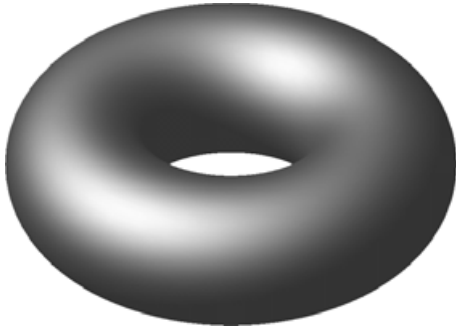

Рис. 6.174
- В окне модели система выполнит построение тора (рис. 6.174). Зайдите в диалог настройки модели и установите максимально возможную степень точности отрисовки модели.